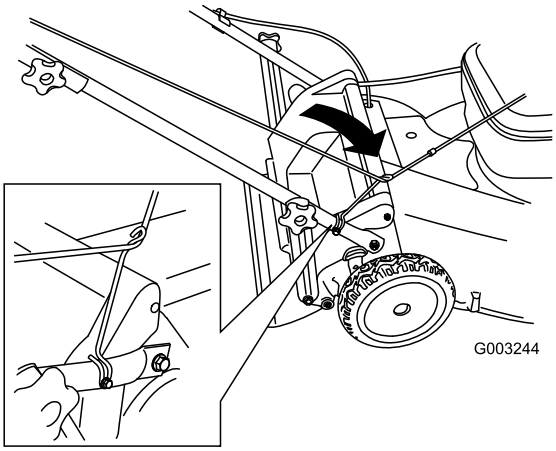

Figur 23
3. För in startsnöret längs den nedre styrningen (Figur 23).